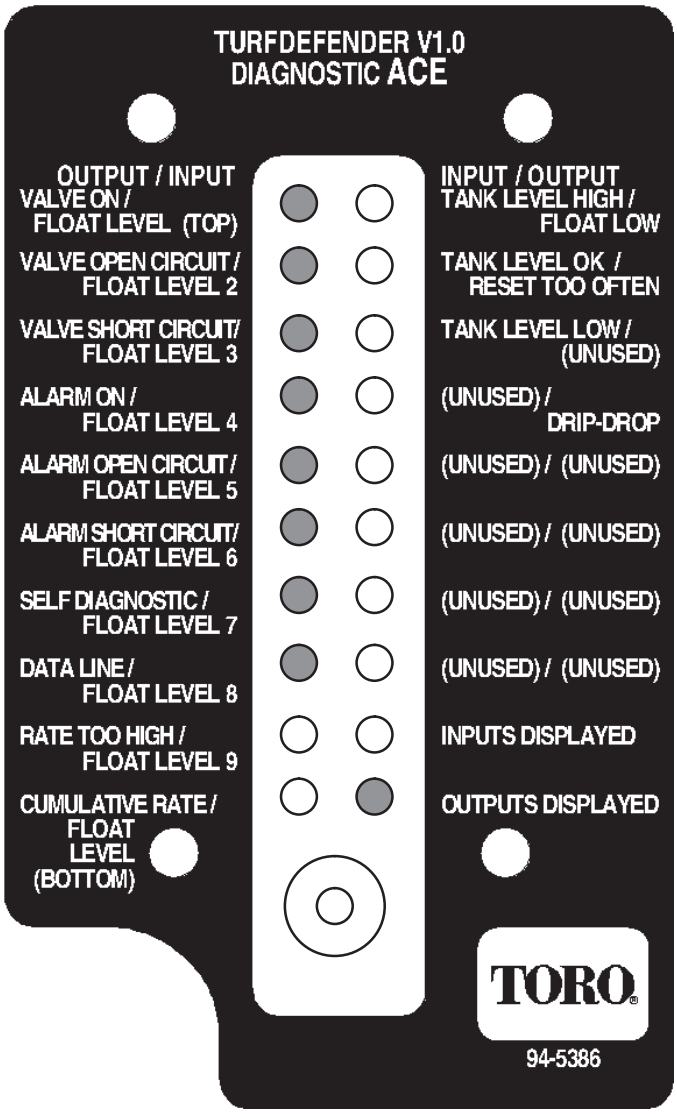

**Figure 14**
2. Press toggle button until green "Outputs displayed" LED is lit. "Valve ON", "data line" and "self diagnostic"LED's should be lit steadily. "Alarm ON" LED may be displayed temporarily (about 5 seconds) (Fig. 14).
4. Toggle "outputs displayed" on ACE Diagnostic display (Fig. 14).
2. When toggling "output" a LED should display (Fig. 14) any of the following problems diagnosed by the TurfDefender: